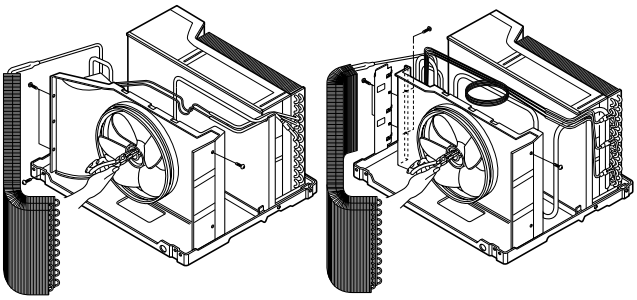

Figure 7 (a) **Figure 7 (b)**
6. Remove the fan. (See Fig. 7)